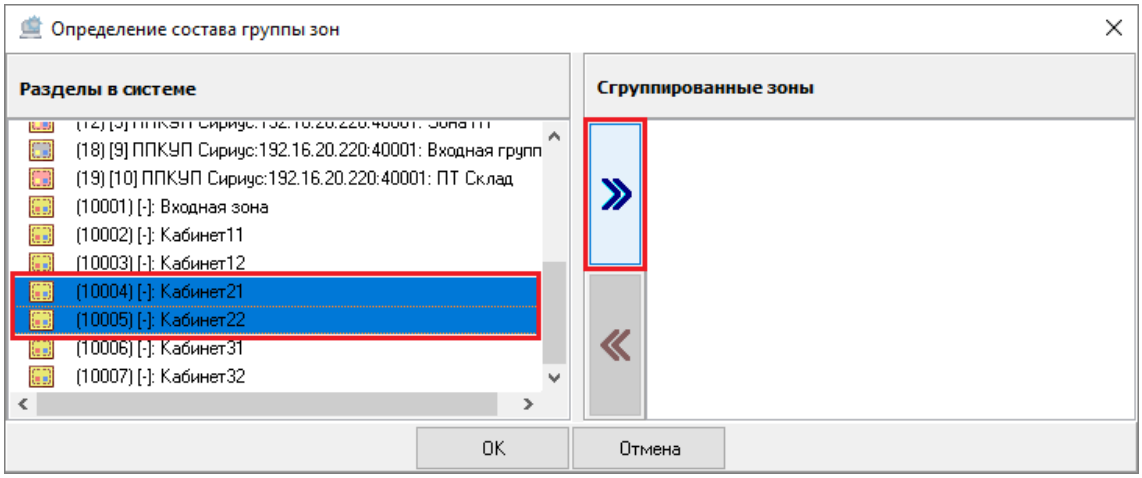

Рисунок 6-350 Привязка системных зон к системной группе зон кнопкой переноса
– выделите одну или несколько зон в поле «Зоны в системе» (для выделения сразу нескольких зон нажмите на клавиатуре и удерживайте клавишу <Shift> для выбора диапазона или клавишу <Ctrl> для комбинированного выбора) и нажмите кнопку переноса (см. Рисунок 6-350);